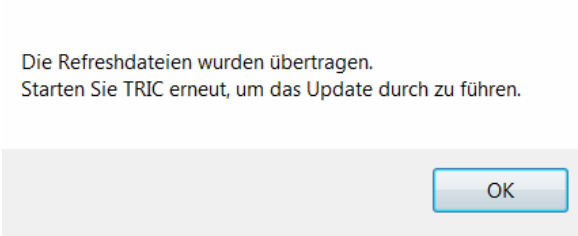

Bild 2.2 – TRIC schließen und erneut starten
- TRIC weist dann darauf hin, dass man . . . *TRIC neu starten* . . . soll, um das Refresh vollständig zu installieren (Abb. 2.2).